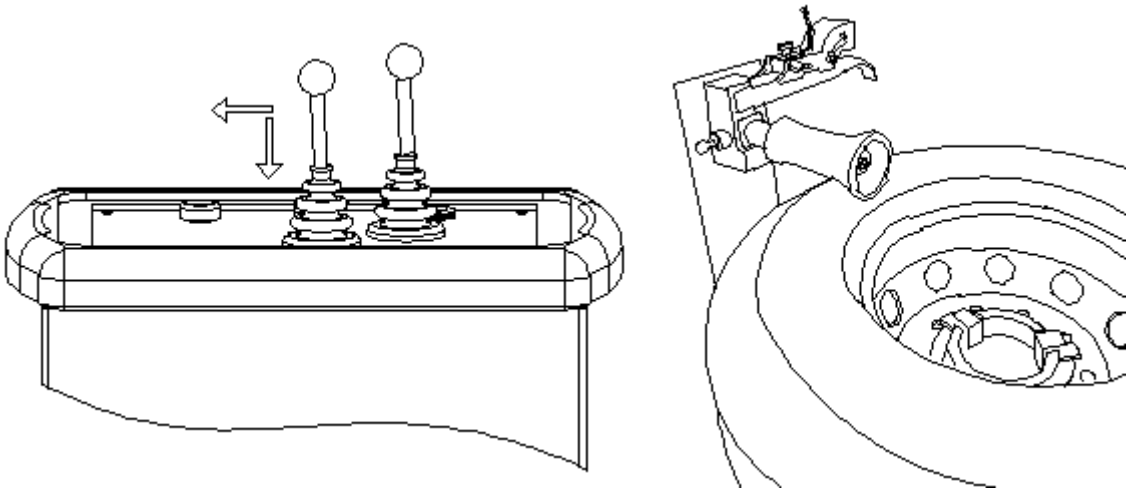

Рис. 3
4. Перемістіть ручку керування 2 (22) ліворуч, щоб поворотний патрон приводив шину в обертання проти годинникової стрілки, і одночасно повільно перемістіть рукоятку керування 2 (22) вниз, щоб шків повільно рухався вниз, доки не край шини та обід від'єднані. Нанесіть мастило на краї шини та обода для зручності експлуатації та захисту шини та ступиці. (Див. рис. 3)